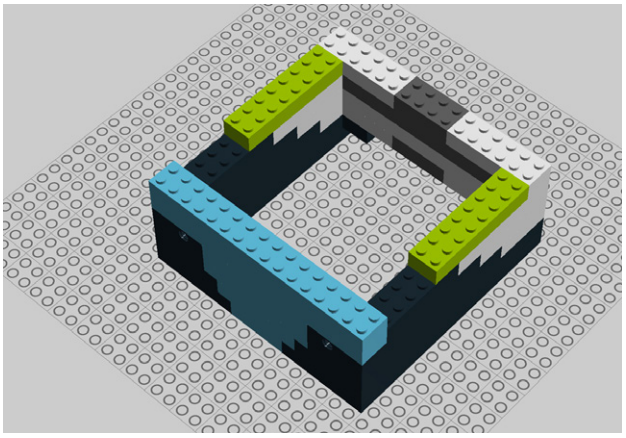

Figure 9-30. *Step 25: Adding two 2x8 bricks*
25. Add two 2x8 bricks (Figure 9-30).